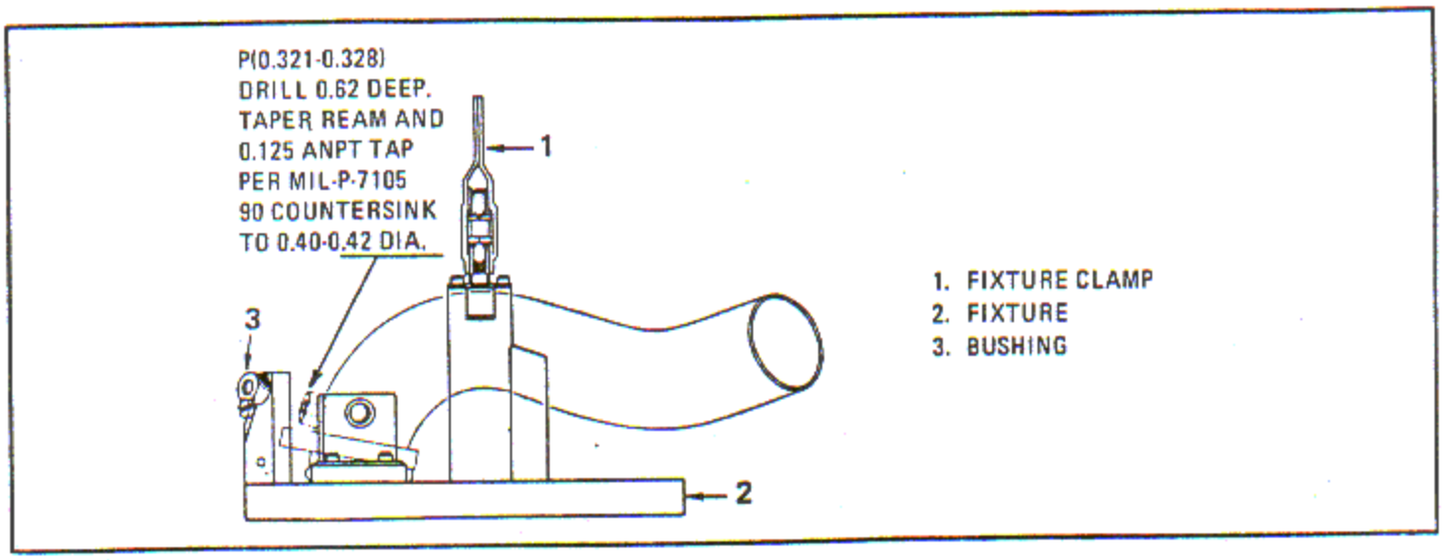

Figure 6-170. Drill and Tap Intake Pipe Drain Boss Hole
a. Reinstall the intake pipe in fixture (2, figure 6-170) and clamp lightly.
b. Check the drain boss alignment using fixture bushing (3), detail 12, and fixture locator, detail 13, in the fixture as instructed in the preceding paragraph. Clamp the pipe securely. Remove bushing (3) and locator from the fixture.
c. Install bushing (3), detail 10, in the fixture (2). Insert a 0.323 inch diameter drill (P, List No. 969, Cleveland Twist Drill Co., Cleveland, Ohio, or equivalent) into an electric hand drill and drill a hole through the drain boss and intake pipe to the depth shown. Remove the drill bushing.